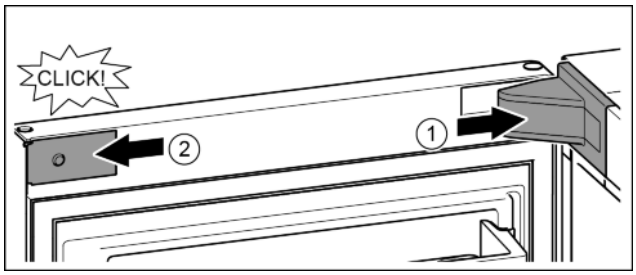

Fig. 23
▶ Position the cover and click into place, if necessary, push apart carefully. *Fig. 23 (1)*
▶ Position the cover on the side and click into place. *Fig. 23 (2)*